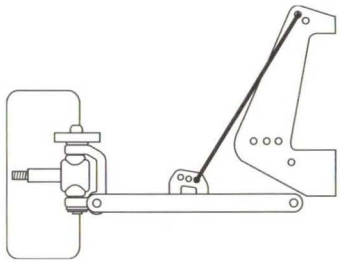

fig. 21b *For bumpy tracks, mount your shocks more vertical.*
- For bumpy tracks, move the shock mounting inward on the arm and more outside on the tower (more vertical), **fig. 21b**.